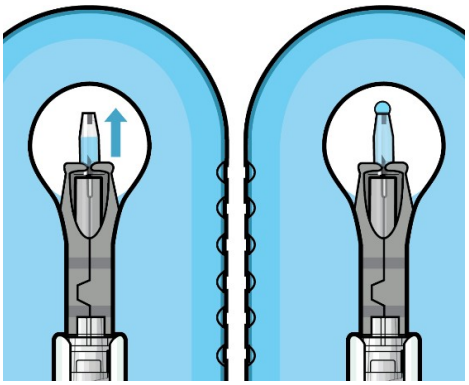

Figure 10: Dome of drug solution forms at tip of implant as viewed under magnification
- Continue filling the ocular implant until the implant is completely full of drug solution and all air has been expelled as evidenced by a dome of drug solution formed at the tip of the implant on the release control element (see Figure 10).